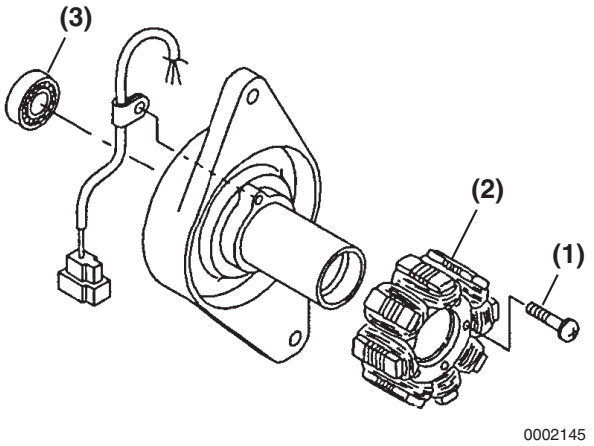

Figure 11-26
4. Remove the screws **(Figure 11-26, (1))** and the stator assembly **(Figure 11-26, (2))**.
5. Remove the rear bearing **(Figure 11-26, (3))**.
1. Reinstall the rear bearing **(Figure 11-26, (3))**.
2. Reinstall the stator **(Figure 11-26, (1))**.
3. Reinstall screws **(Figure 11-26, (1))**.